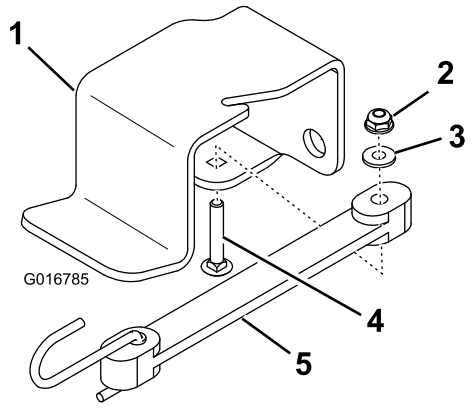

Figur 4
1. Fäst gummilinan på domkraftsstödfästet med en vagnsbult, en planbricka och en sexkantsmutter (Figur 4).